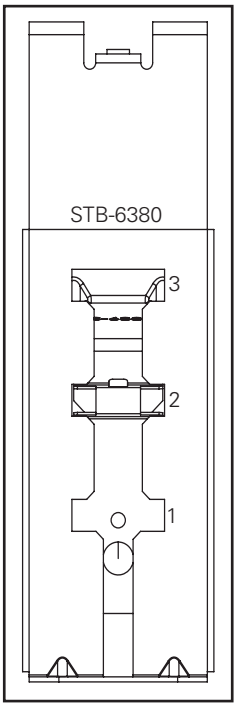

Figura 3.
1. Ajuste los dos resortes como se muestra en las ilustraciones a la derecha de la tabla de ajustes del resorte. Remítase a la tabla de ajustes del resorte correspondiente para realizar un ajuste adecuado. (Figura 3.)